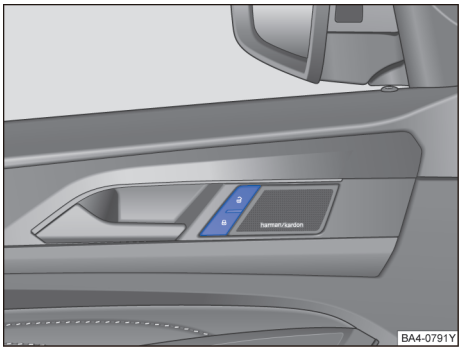

图 49 驾驶员侧车门内：中央门锁按钮
如短时间内反复按压轿车钥匙上的按钮→ 图 45 或中央门锁某个按钮→ 图 49，则中央门锁系统将暂时关闭，防止系统过载。然后轿车处于解锁状态约 30 秒钟。在此期间，若未打开车门或行李厢盖，随后轿车将自动闭锁。 ◁
按压按钮→ 图 49：
- 按压 🔓 按钮→ 图 49